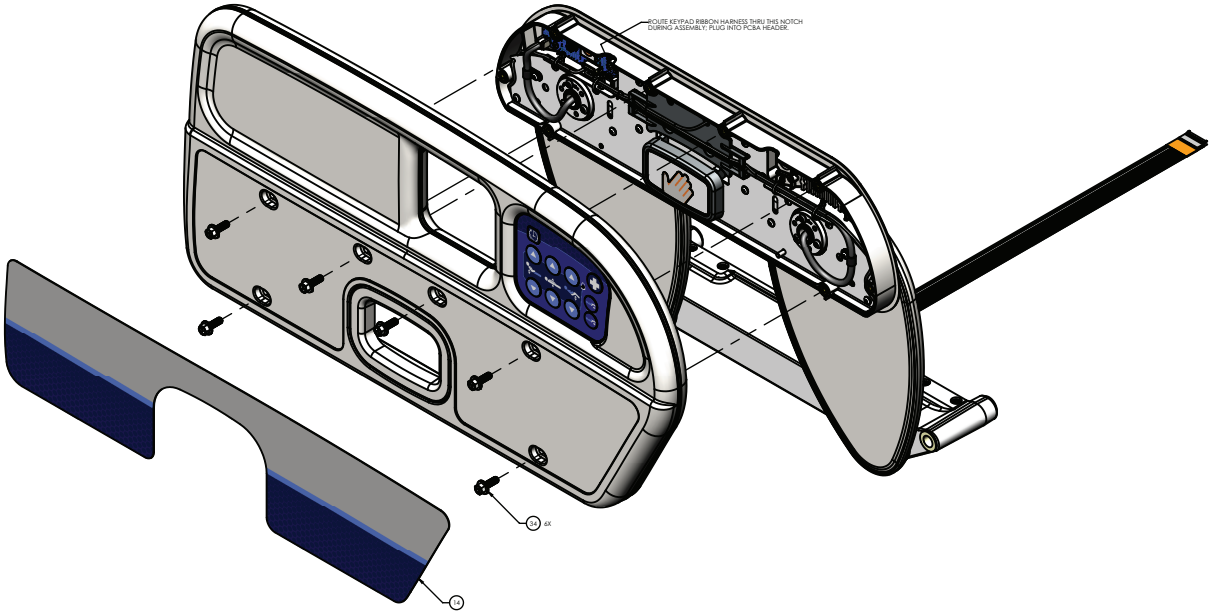

Figure 41 – Remplacement de la carte de commande de la barrière de tête de lit
6. À l'aide d'un outil à pointe, retirer et jeter l'étiquette de la barrière externe (14) (Figure 41).
7. À l'aide d'un tournevis à douille de 3/8 po, retirer et conserver les six boulons (34) qui fixent l'arceau de barrière (13) à l'ensemble de barrière (Figure 41).
8. Desserrer l'arceau de barrière (13) de l'ensemble de barrière et déconnecter le câble qui relie l'arceau de barrière (13) à la carte de commande de la barrière pour retirer et conserver l'arceau de barrière (13).